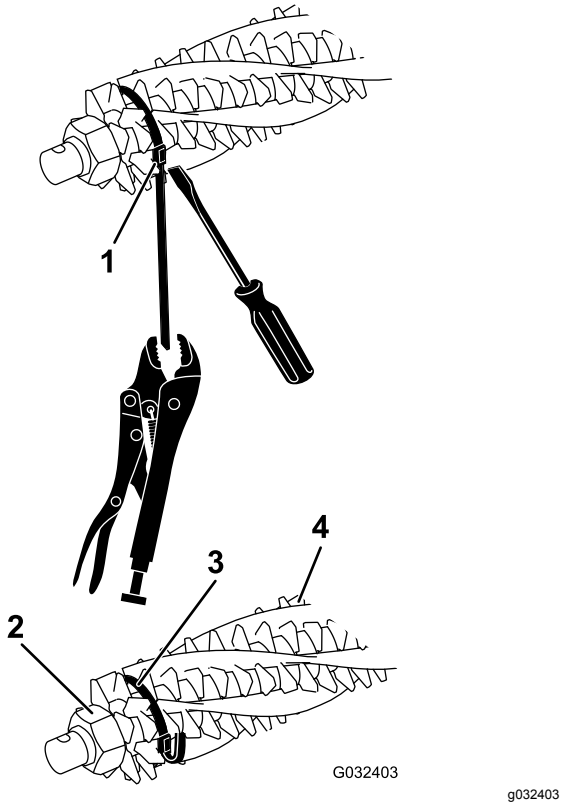
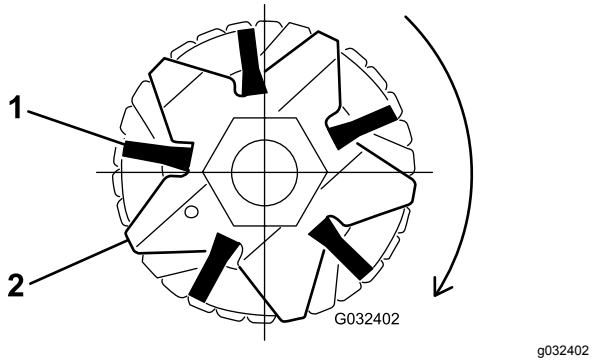

**Figur 19**
**Figur 21**
2. Lossa fästmuttrarna som håller trimknivarna på plats på båda sidor om trimsatsaxeln (Figur 19).
4. Kontrollera att borstarna sitter ordentligt i skårorna på trimknivarna (Figur 19 och Figur 21).
5. Linda remmarna löst runt trimningscylinderns axel och borstarna enligt Figur 19 och för in remmarna i skårorna i borstarna Figur 21.
**Obs:** Om borstarna inte sitter ordentligt i knivskårorna ska du lossa trimknivarnas fästmuttrar i båda ändarna på trimsatsaxeln, rikta in borstarna ordentligt i knivskårorna och dra åt trimknivarnas fästmuttrar (Figur 19).
7. Tryck en skruvmejsel mot remspännet och grip tag i varje rem med en låstång. Dra sedan åt remmarna ordentligt tills de låses fast i skårorna på borstarna (Figur 19).